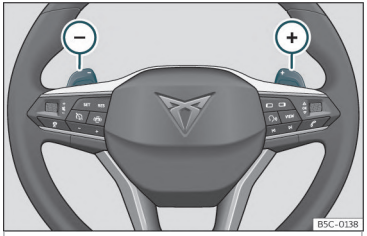

Fig. 144 Volanul: maneta pentru transmisia automată
- Apăsați padela de schimbare a treptelor de viteză ⊕ pentru cuplarea unei trepte superioare»» **fig. 144**.